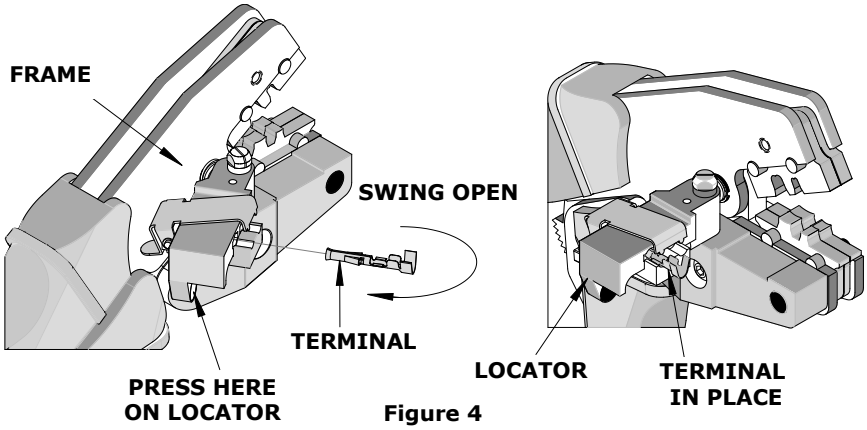

Figure 4
2. Swing the terminal locator away from the crimp tool as shown in Figure 4. Some terminals with large insulation grips may interfere with the crimp tooling when swinging the locator into position. The terminal must then be loaded into the locator in the closed/crimp position.
3. When using the locator, press down on the wire stop on the locator as shown in Figure 4. Insert the proper terminal into the proper nest opening. Make sure when choosing the nest opening, it will correspond with the A or B profile on the hand tool.